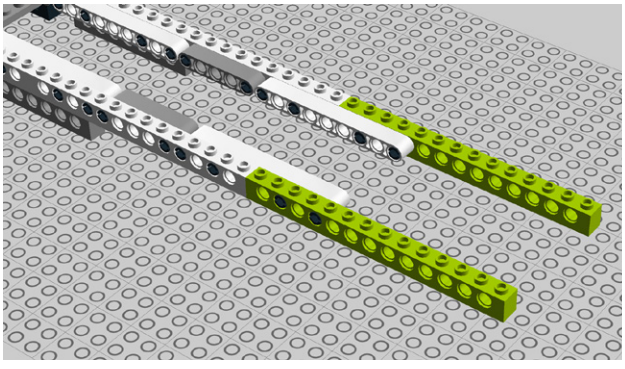

Figure 8-66. *Step 61: Adding 14M bricks*
61. Connect two 14M Technic bricks as shown in Figure 8-66.